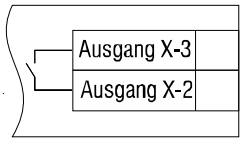

Abb. 4.9 Relaisausgänge Q1…Q4
- Verdrahten Sie die Ausgänge gemäß der Abb. 4.9...4.17.